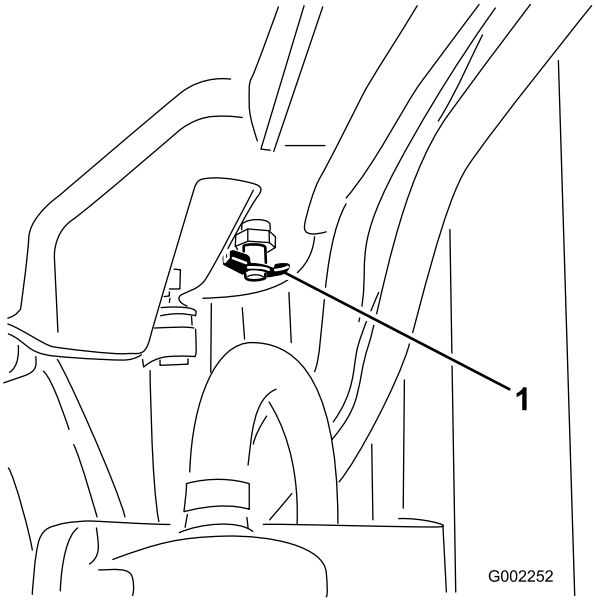

Figur 55
4. Åbn aftapningen (Figur 55), og lad kølervæsken løbe ned i bakken.